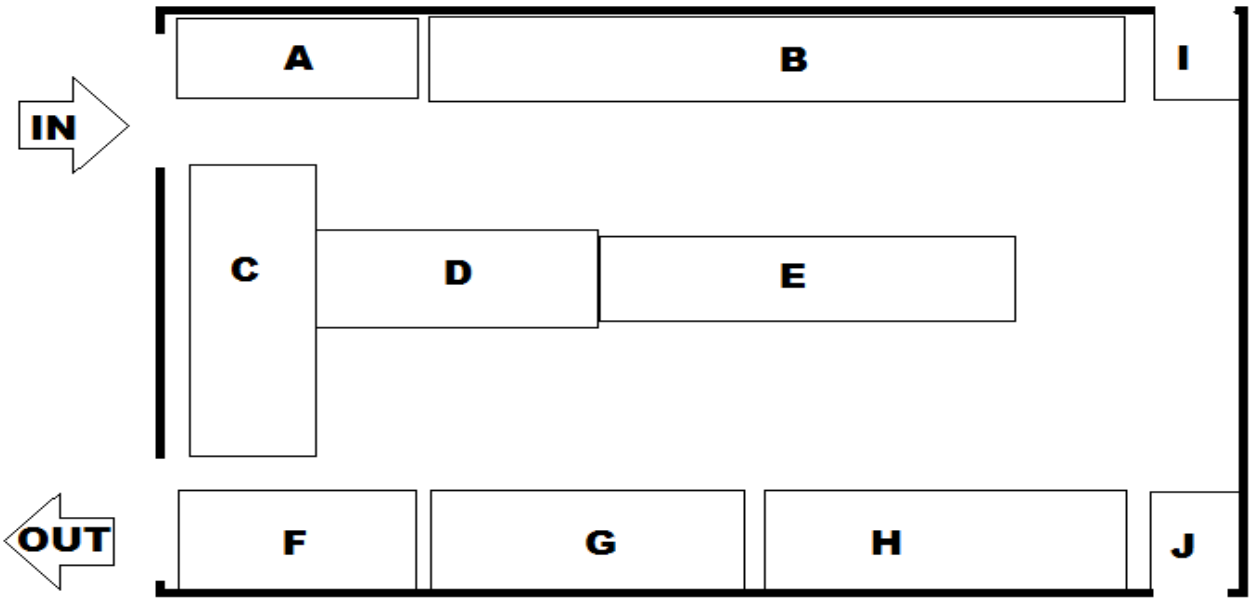

FIGUUR 4
5.1 Op FIGUUR 4 word 'n skets van die uitleg van 'n werkswinkelvloer getoon, met verskillende areas wat A tot J gemerk is.